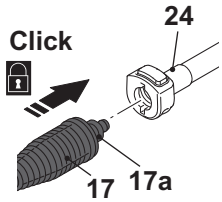

Fig. 6
> Align the tongues (17a) of the nozzle with the grooves of the connection port of the extension lance (24) (Fig. 6).